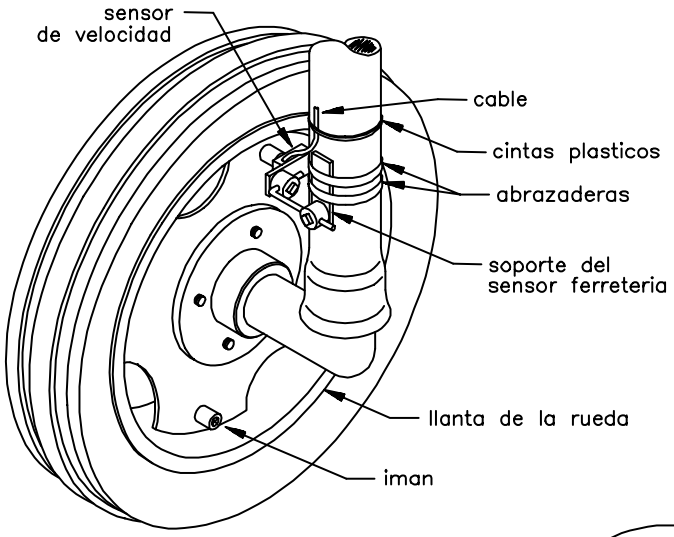

FIGURA 16A
4) Instale el ensamble del sensor de velocidad en la columna de sostén de la punta de eje con las piezas de sujeción provistas. (Vea la Figura 16A). No es necesario que el sensor de velocidad pivotee con la rueda.